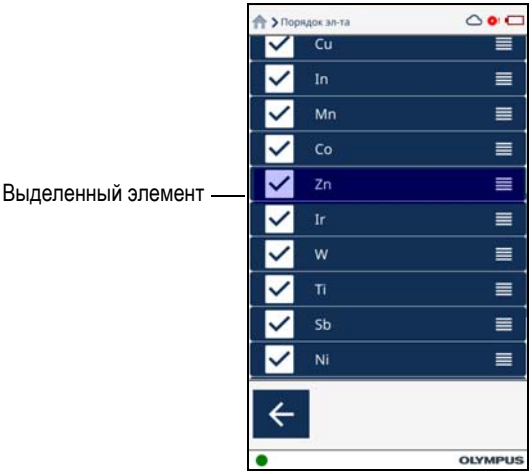

Рис. 2-43 Элемент в исходном положении
2. Щелкните и удерживайте элемент до его выделения (см. Рис. 2-43 на стр. 53).